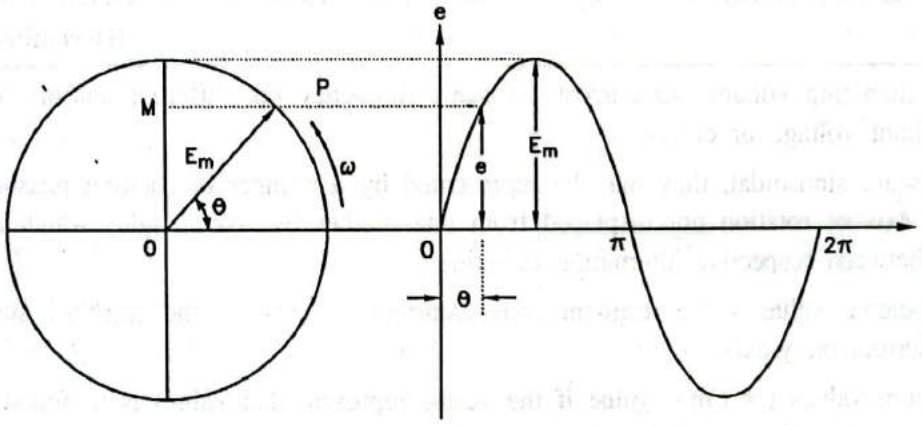

**FIG. 2.18 : REPRESENTATIN OF ALTERNATING QUANTITY BY A PHASOR**
- Consider an alternating quantity (voltage represented Fig. 2.18 by the equation $e = E_m \sin \omega t$. Take a line OP to represent the maximum value of voltage $E_m$ to scale. Imagine this line OP is rotating in anti-clockwise direction at an angular velocity ω rad./sec. about the point O. After time of t seconds the line is rotated through an angle θ (θ = ωt), from its horizontal position as shown in Fig. 2.18.
- If we plot the projections of phasor on y-axis versus its angular position point by point, a sinusoidal alternating voltage is generated as shown in Fig. 2.18. Thus the phasor represents the sine-wave for every instant of time.